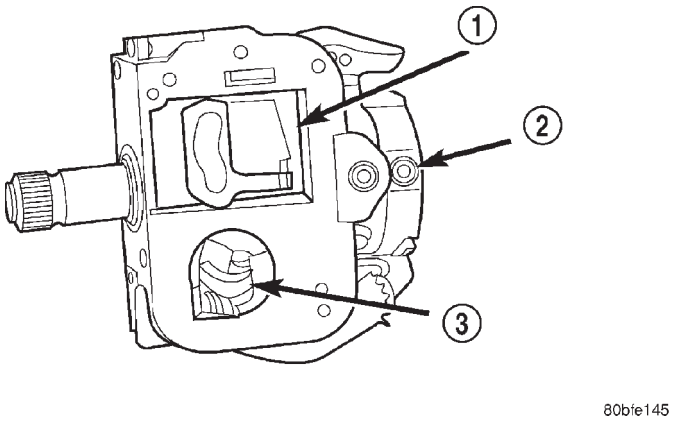

Fig. 10 Steering Column Flash Removal
(1) Look for rough areas or flash in the casting and if found remove with a file (Fig. 10).
(2) Grease the lock plate actuator, lock plate, slider and locking link.